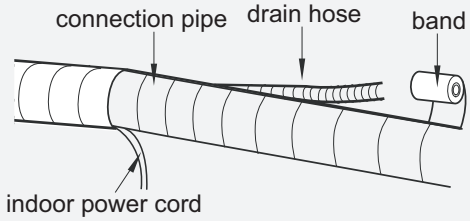

Fig.14
(2) Reserve a certain length of drain hose and power cord for installation when binding them. When binding to a certain degree, separate the indoor power and then separate the drain hose.(As show in Fig.14)
(3) Bind them evenly.
(4) The liquid pipe and gas pipe should be bound separately at the end.